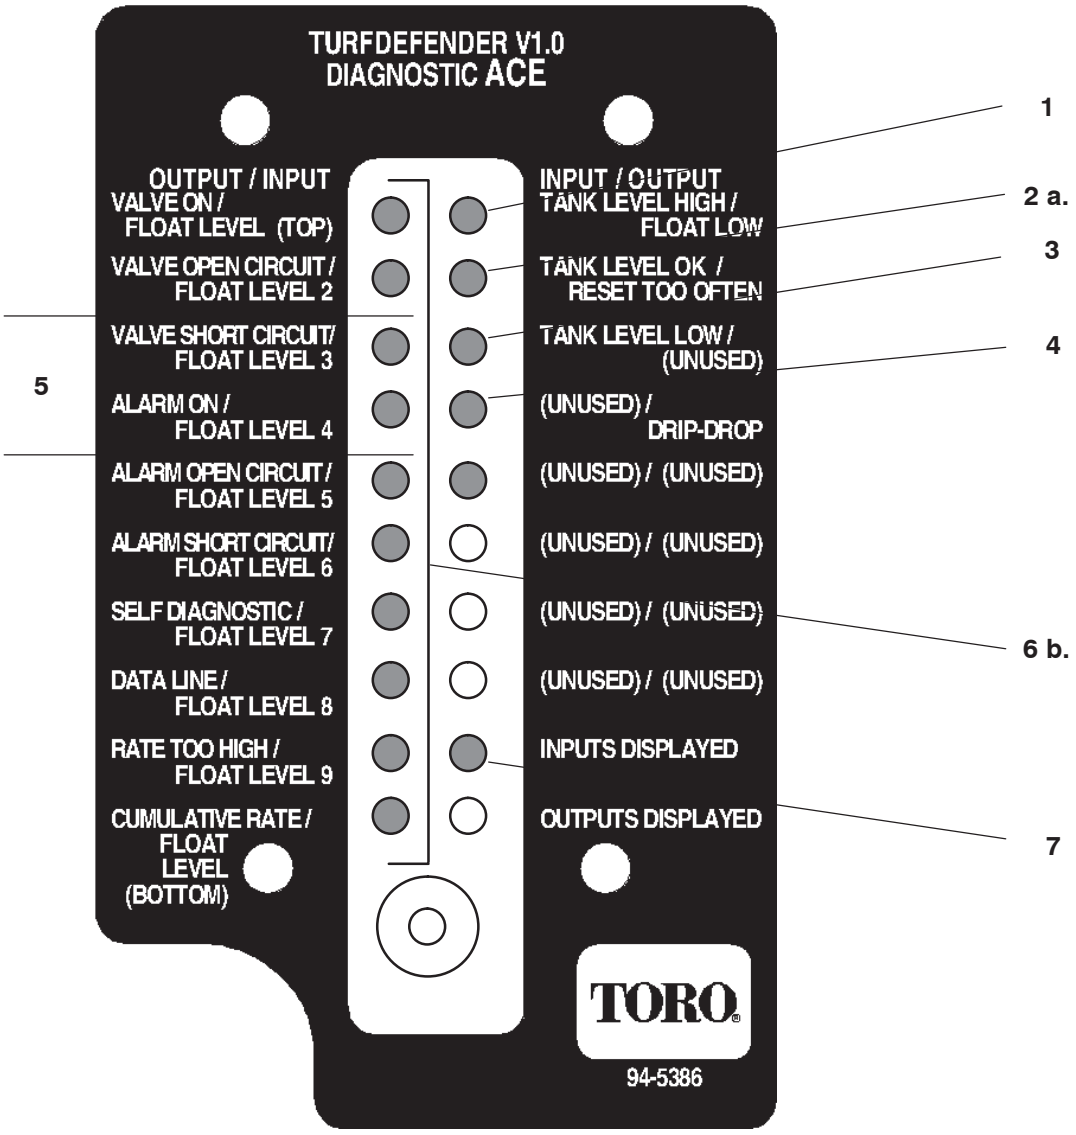

**Figure 13**
**5.** The left side of the tool displays the oil level in the tank. The oil is at the proper level when the 3rd light (from the top) or the 3rd and 4th lights are illuminated (Fig. 13). (When using TOROPC, the 3rd and 4th inputs may be highlighted).
1. When the "Inputs displayed" LED is lit, the actual Float position (1 or 2 LED's on left side) and "Oil level OK" LED (right side) – should be displayed (Fig. 13).